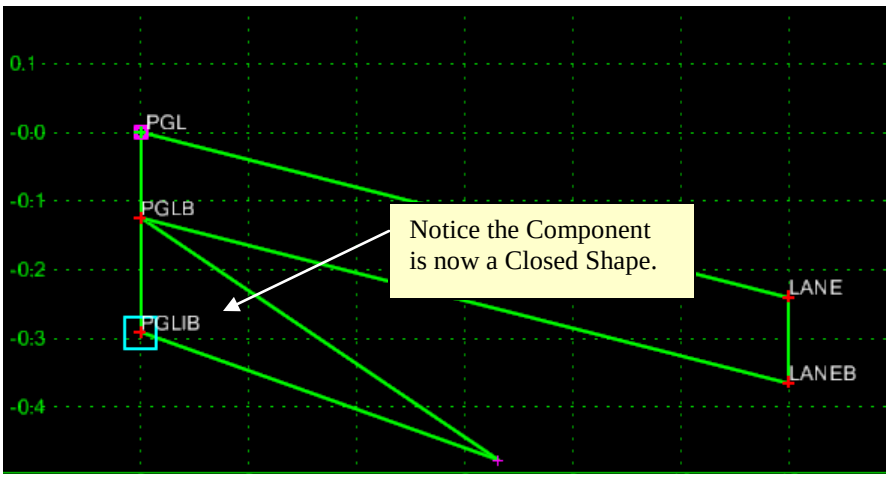

Figure L7-22 Create Template Grid
- Move your cursor around the **Create Template** Grid. Notice the Component is now a Closed Shape rather than a line as shown in *Figure L7-22*.